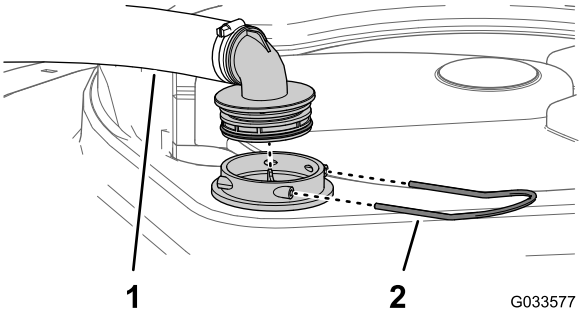

Bild 107
2. Nehmen Sie oben am Sprühbehälter den Halter ab, mit dem das Schlauchanschlussstück befestigt ist, das am dicken Schlauch und dem Filtergehäuse angeschlossen ist (Bild 107).
3. Nehmen Sie den Schlauch und das Schlauchanschlussstück vom Filtergehäuse ab (Bild 107).